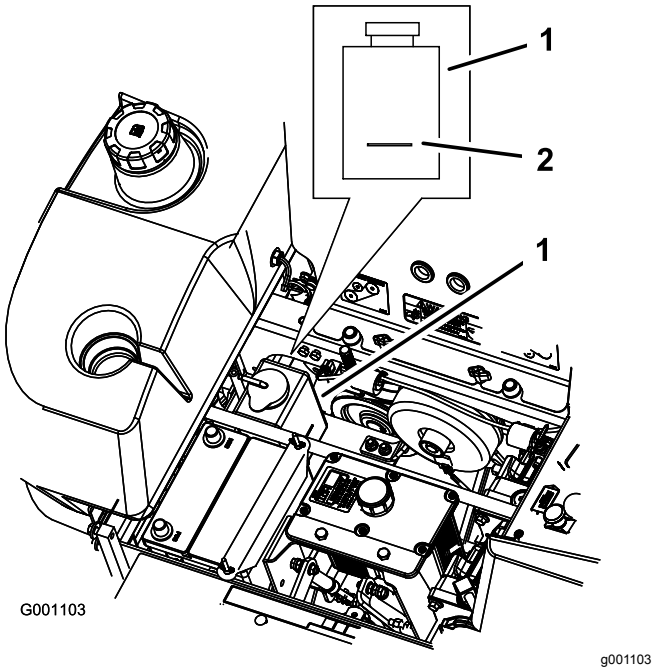

Figur 84
3. Når motoren er avkjølt må du kontrollere nivået i overflytsflasken. Væsken bør nå opp til kulen på utsiden av overflytsflasken (Figur 84).
4. Hvis kjølemiddelnivået er lavt, fyll på en blanding med halvt om halvt med frostvæske for forlenget levetid / Dex-Cool® og vann til overflytsflasken (Figur 84).
5. Fyll på kjølemiddelblandingen til overflytsflasken og fyll det opp til indikatorlinjen på flasken (Figur 84).